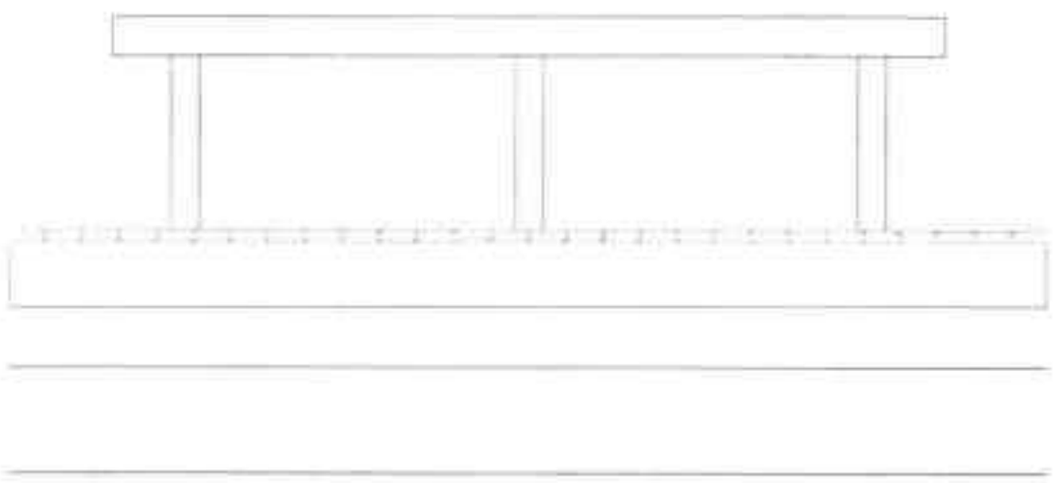

图20-87 偏移轮廓线
Step 07 执行“偏移”命令，将图形最下方的轮廓线向下依次偏移 180mm 和 320mm，结果如图 20-87 所示。